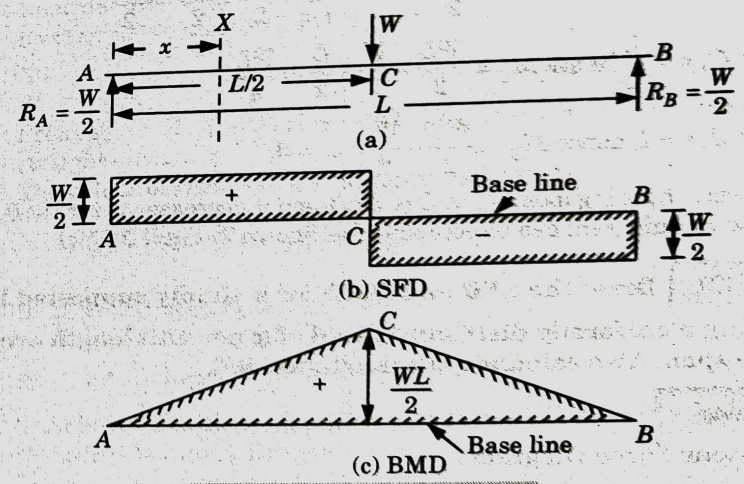

Fig. 1.20.1. SFD and BMD.
1. Fig. 1.20.1 shows a beam *AB* of length *L* simply supported at the ends *A* and *B* and carrying a point load *W* at its middle point *C*.
4. Hence, bending moment at C is $WL/4$ and it decreases to zero at B. Now the BM diagram can be completed as shown in Fig. 1.20.1(c).